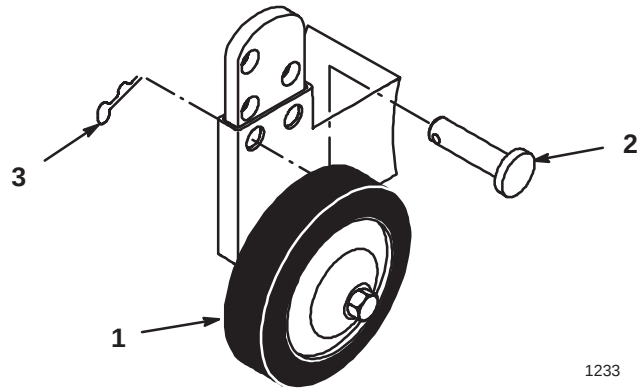

Abbildung 21
2. Haarnadelsplint und Stift entfernen, um die Lochposition zu verändern (Abb. 21).
3. Eine Lochposition auswählen, durch die das Rasenschutzrad bei der gerade eingestellten Schnitthöhe 9,5 mm (3/8”) über dem Boden liegt (Abb. 21).